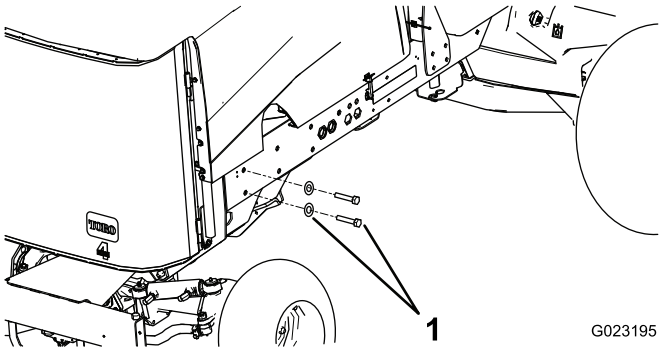

Bild 27
4. Entfernen Sie die zwei hinteren Schrauben und zwei Scheiben von der rechten Rahmenschiene (Bild 27).